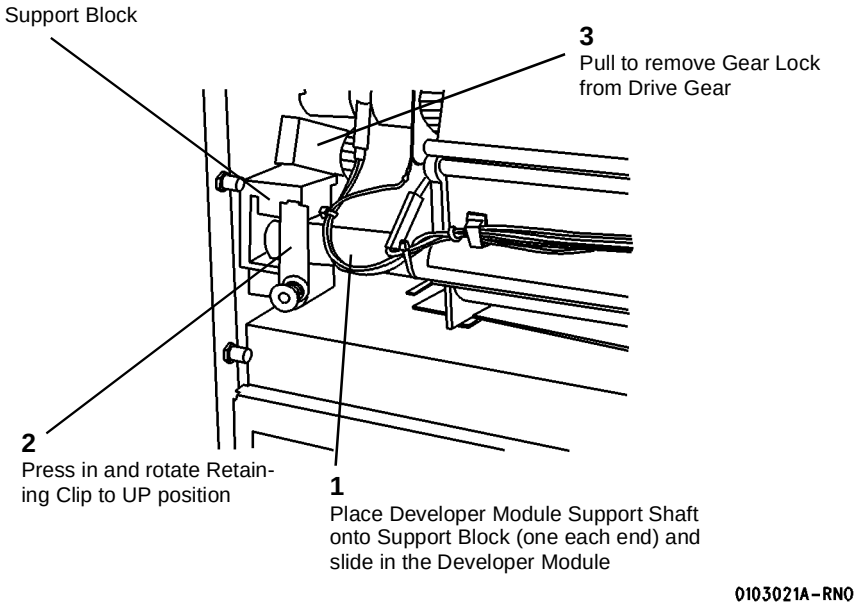

**Figure 13 Reinstalling the Developer Module**
20. (Figure 13 ): Reinstall the Developer Module.